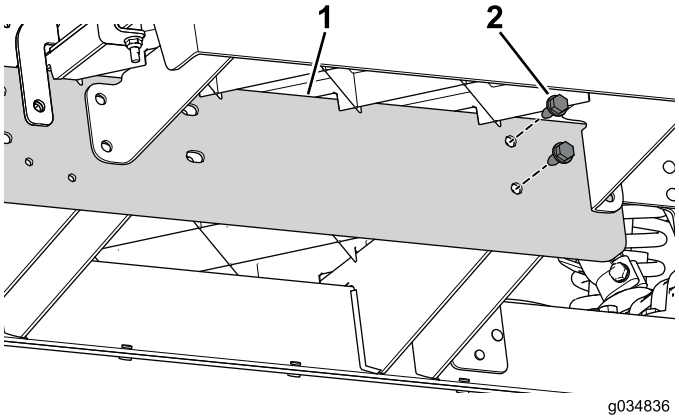

Figure 71
3. Use the 2 bolts (5/16 x 3/4 inch) to loosely install the extension rail to the center channel to the front section of the machine (Figure 71).